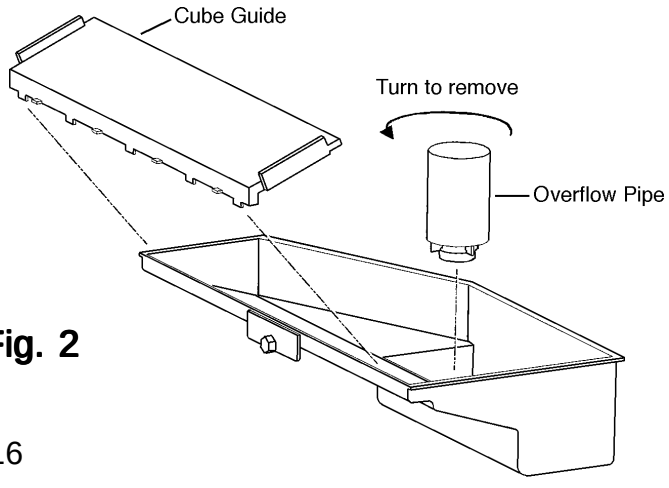

Fig. 2
5) Remove the Cube Guide and the Overflow Pipe to drain the Water Tank. See Fig. 2. Place the Overflow Pipe in position.